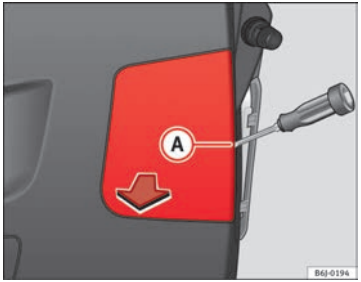

Fig. 181 Lights on the rear lid
– Remove the lid with a flat screwdriver, placing it in notch (A) ⇒ Fig. 181.